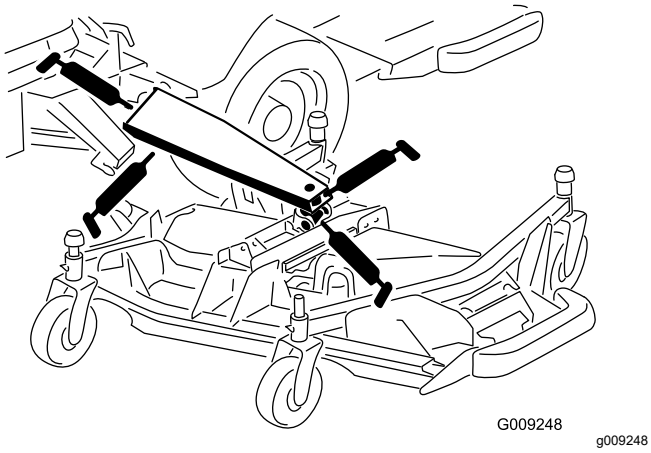

Figura 86
- 3 casquillos de brazos de elevación principales (Figura 86)
- 1 casquillo de cilindro de elevación (Figura 86)